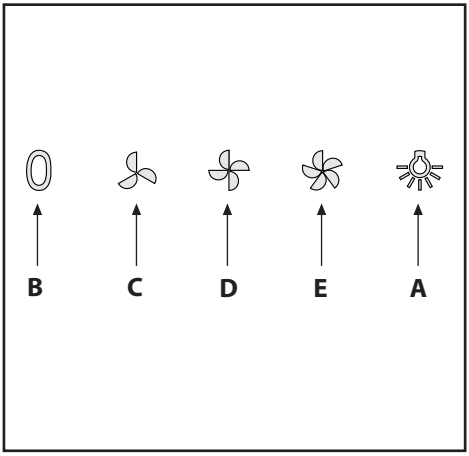

Fig.9
•Commands:(fig.9) **mechanical** the key symbols are explained below: